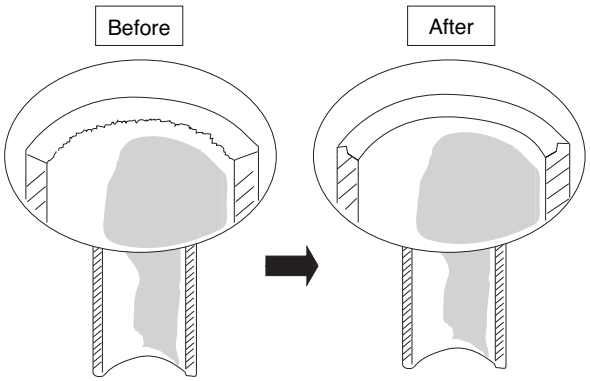

Fig. 8
(1) Cut the copper tube to the required length with a tube cutter. It is recommended to cut approx. 30 – 50 cm longer than the tubing length you estimate.
(2) Remove burrs at the end of the copper tube with a tube reamer or file. This process is important and should be done carefully to make a good flare. (Fig. 8)